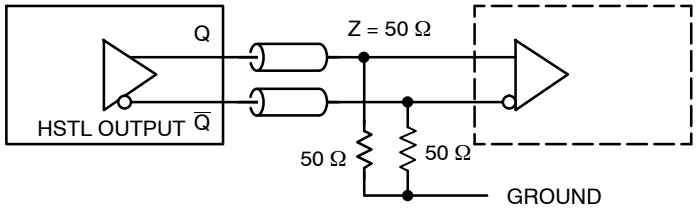

Figure 6. HSTL Output Termination and AC Test Reference
3. All outputs loaded with 50 Ω to GND (Figure 6).
5. Measured with 750 mV (LVPECL) source or 1 V (HSTL) source, 50% duty cycle clock source. All outputs loaded with 50 Ω to GND (Figure 6).